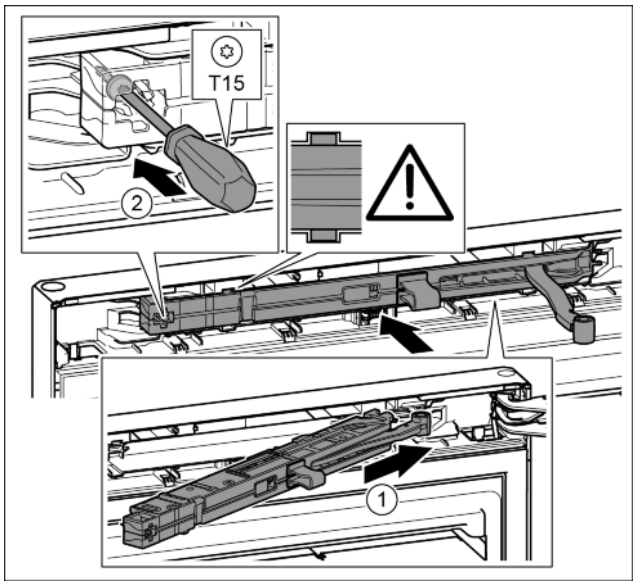

Fig. 39
▶ Jednotku tlumiče zavírání na straně stojanu ložiska zasuňte až na doraz šikmo do vybrání. *Fig. 39 (1)*
▶ Šroubovákem T15 pevně utáhněte šroub. *Fig. 39 (2)*